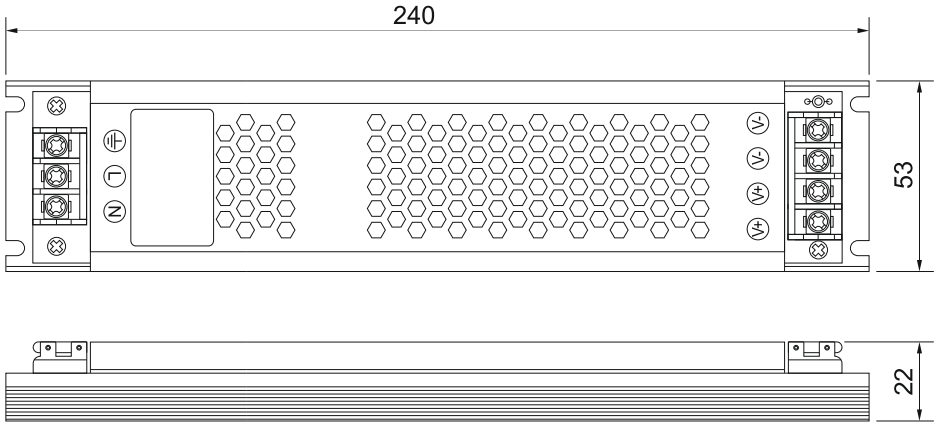

Рис.1
- Размеры источника питания указаны на Рис.1.